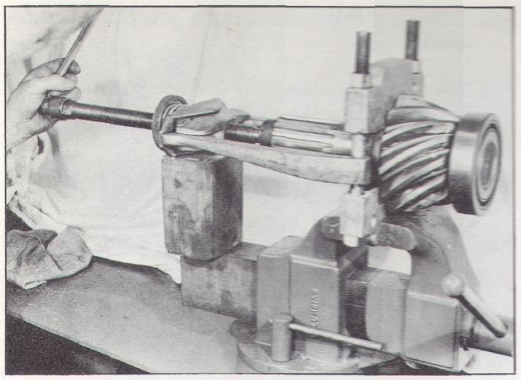

Fig. 9 - Removing Pinion Bearing
5. With a suitable puller and bearing splitter, remove the inner bearing cone (27). See Figure 9.
6. Mask the tail bearing (25) or pack it with heavy grease. This is to keep cuttings or grit from entering the bearing. With a file or small hand grinder, remove the lips of the staked areas and clean away the accumulated grit.
7. With a puller and bearing splitter, remove the tail bearing (25).
8. Place the cage in a soft jawed vice, being careful not to distort the cage (40).
9. Using a mild steel bar as a drift, rotate the cage (40) and drive out the bearing cups (28).